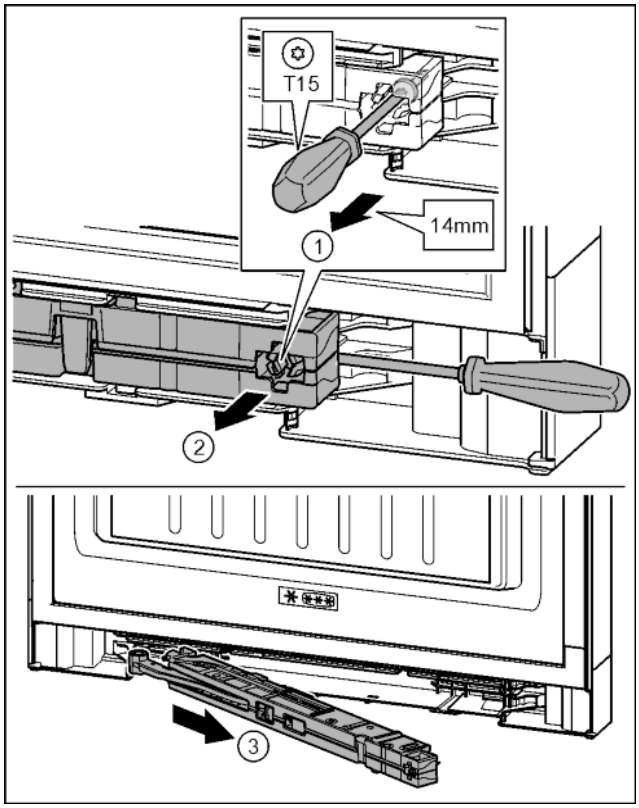

Fig. 17
- ▶ Undo the screw on the soft stop mechanism about 14 mm with a T15 screwdriver. *Fig. 17 (1)*
- ▶ Insert the screwdriver on the handle side behind the soft stop mechanism. Turn the unit forwards. *Fig. 17 (2)*
- ▶ Remove the unit. *Fig. 17 (3)*